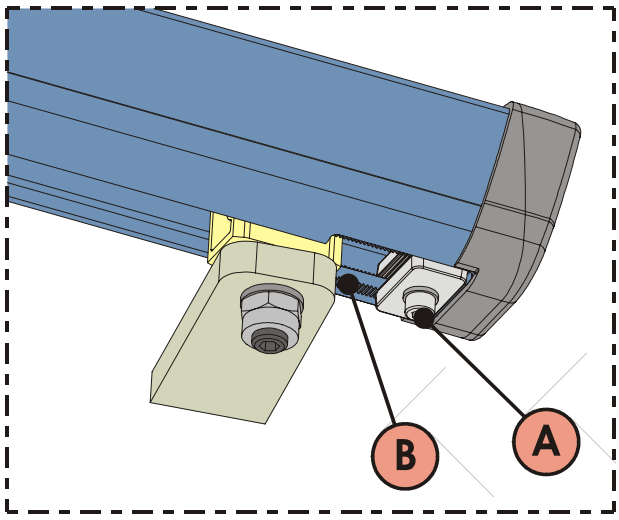

Fig. 19
3) Loosen the fastening screw, Fig.19 ref.A. Do not remove the screw.
IMPORTANT: The mechanical stop works coupled to a toothed sector, Fig. 19 ref. B. If there are any troubles during the movement, make sure that the coupling is free. DO NOT FORCE.